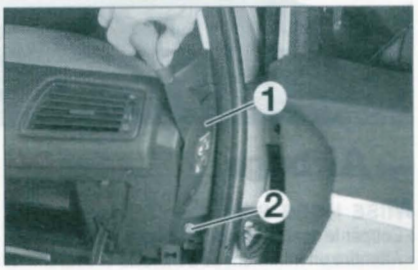

FIGURE 9-18
• Décliper le cache (1) **(figure 9-18)**.
• Déposer la vis de fixation (2) **(figure 9-18)**.